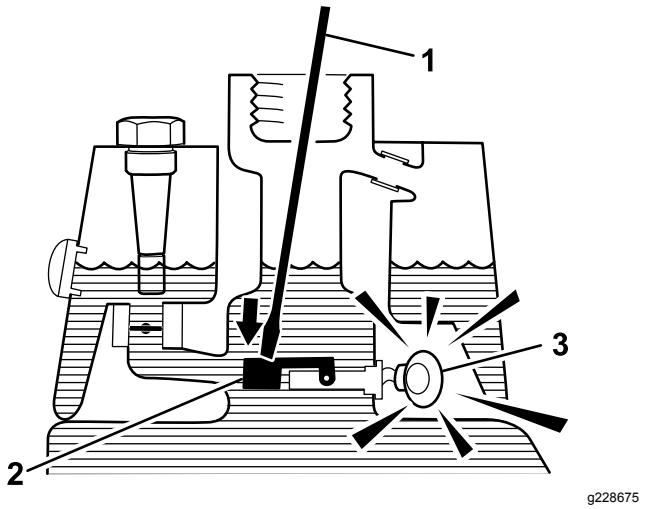

Figur 60
3. Sæt en ren stang eller skruetrækker ind i tankens studs og tryk forsigtigt ned på svømmerkontakten (Figur 60): Alarmen bør lyde efter et sekunds forsinkelse.